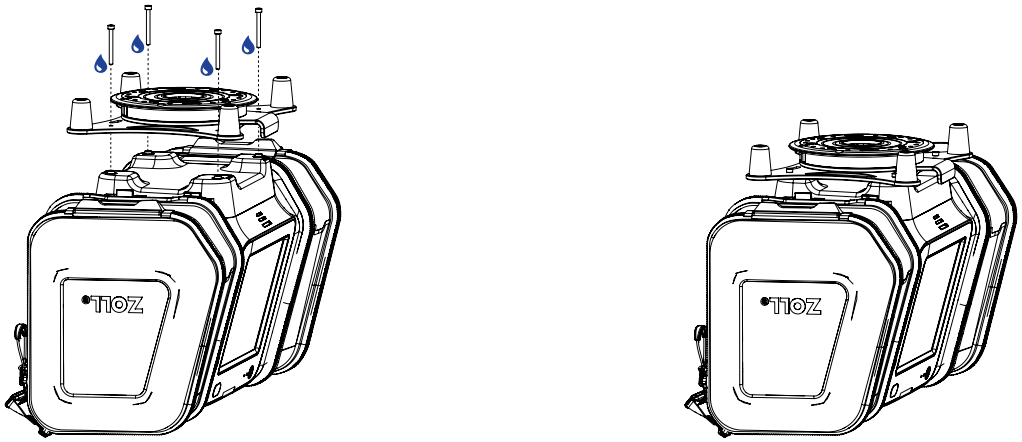
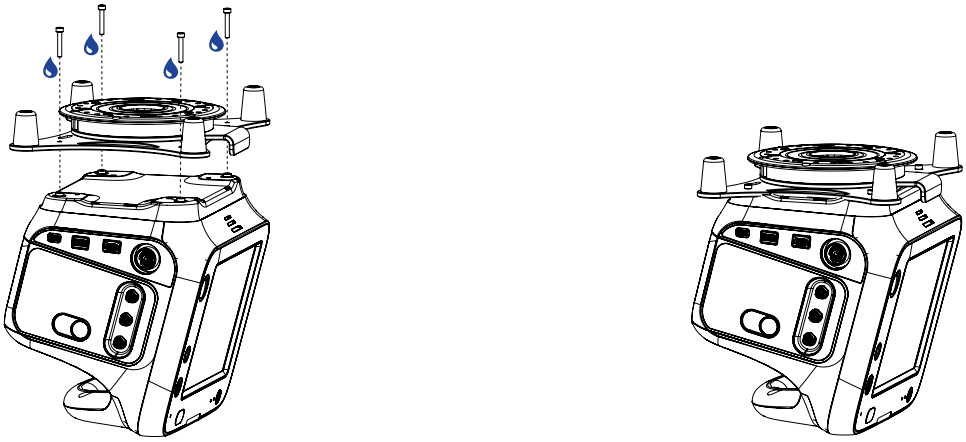

Figure 13: Installing the medical device on the Bracket Pro Serie 27 – FL when used with the accessory bags
Figure 14: Installing the medical device on the Bracket Pro Serie 27 – FL when used without the accessory bags
5. Place the mounting bracket over the studs with the standard surface disc pointing upwards and handle facing the front of the medical device, then tighten using a 3 mm hex key and a torque wrench (Figure 13 and Figure 14).
- For an installation of the medical device using the accessory bags, tighten four (4) M4-0.7 mm × 40 mm screws coated with medium strength thread lock adhesive (Figure 13).
- For an installation of the medical device without the use of the accessory bags, tighten four (4) M4-0.7 mm × 25 mm screws coated with medium strength thread lock adhesive (Figure 14).